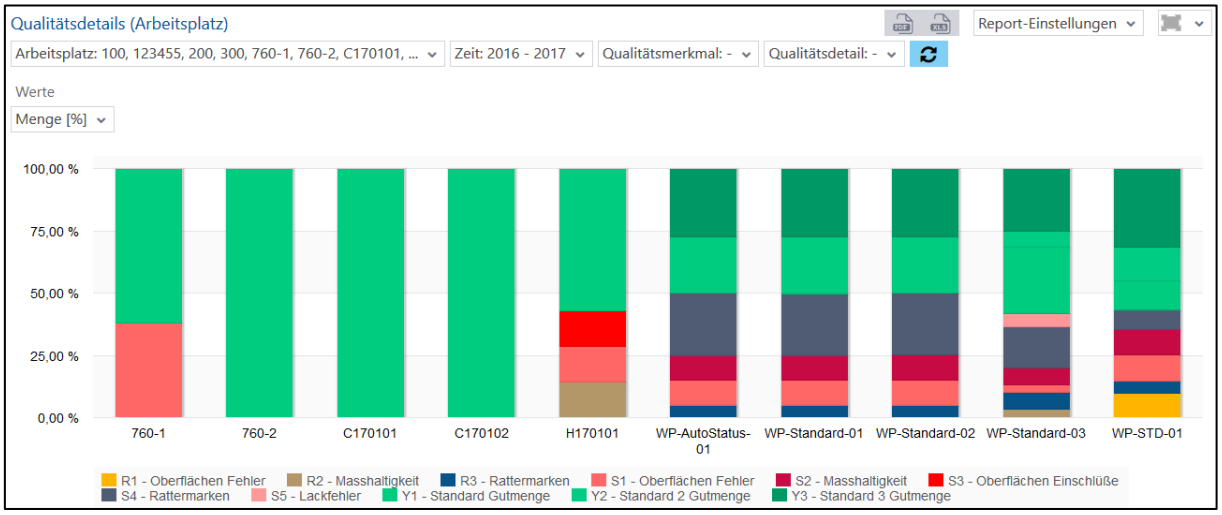

**Bild 103: Qualitätsdetails (Arbeitsplatz) als Säulendiagramm**
- Qualitätsdetails (Arbeitsplatz) als Säulendiagramm (Bild 103):